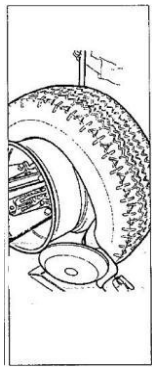

Рис. 7.7
I) Поверните крюк ни 180° и вставьте его между ободом и бортом (см. рис. 7.7) Перемещайте его до тех пор, пока борт не окажется возле кромки обода (лучше всего выполнять операцию при вращающемся колесе).